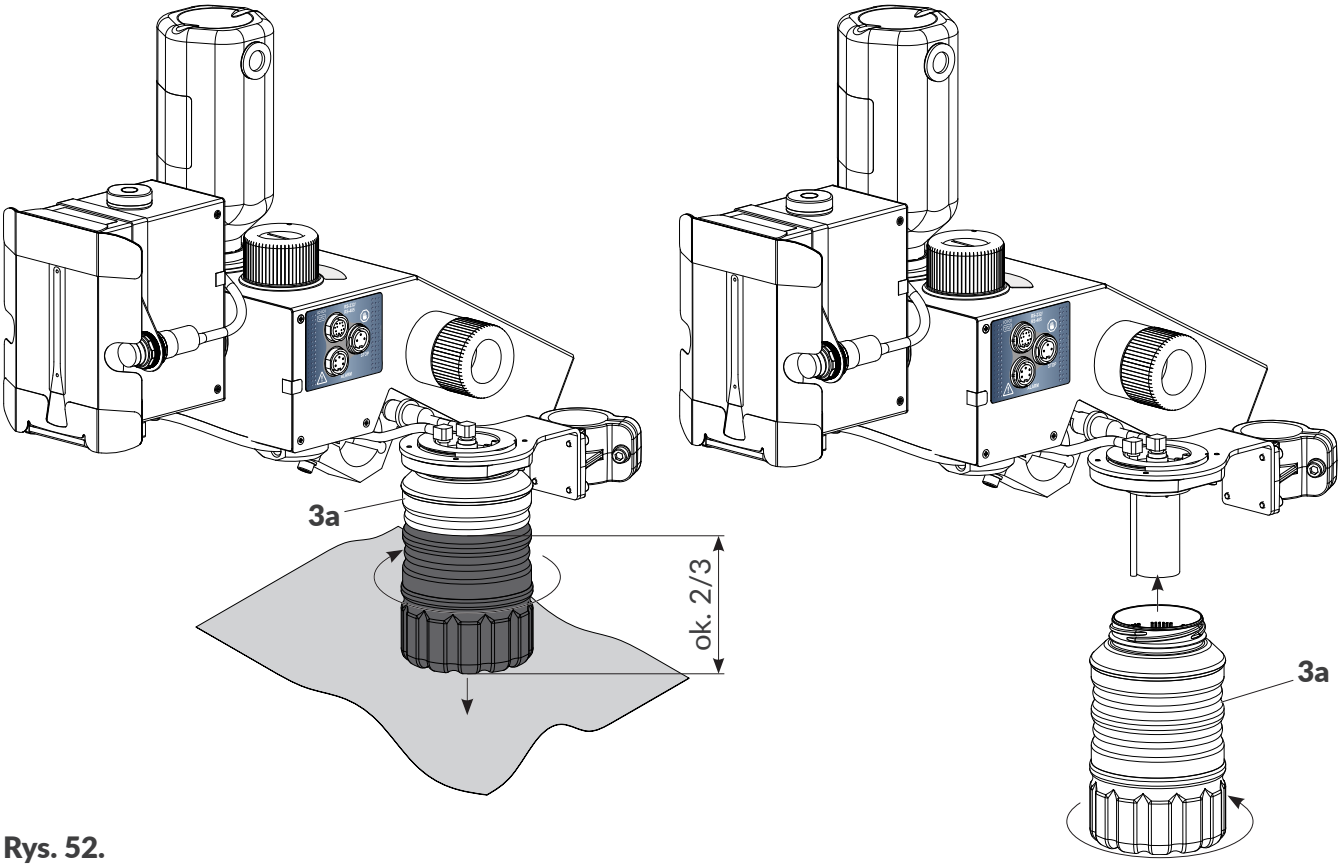

Rys. 52.
Poziom cieczy (patrz ***Rys. 52***) w przezroczystej butelce ściekowej **3a** powinien podlegać systematycznej ocenie wizualnej w trakcie pracy urządzenia.
1. Podłóż materiał wchłaniający pod butelkę ściekową **3a** (patrz ***Rys. 52***).